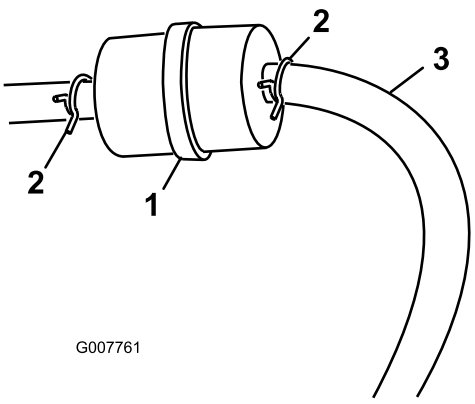

Rysunek 30
3. Ściśnij końce obejm przewodu i zsuń je z filtra (Rysunek 30).
5. Zainstaluj nowy filtr i przesuń obejmy przewodu w pobliże filtra (Rysunek 30).
3. Poluzuj zacisk przewodu na filtrze paliwa i przesuń go w górę przewodu paliwowego, z dala od filtra paliwa (Rysunek 30).
4. Odłącz przewód paliwowy od filtra paliwa (Rysunek 30).
Informacja: Odczekaj, aż paliwo spłynie do kanistra lub do miski spustowej (Rysunek 30).
5. Zamontuj przewód paliwowy na filtrze paliwa. Przesuń zacisk przewodu blisko filtra paliwa w celu zamocowania przewodu paliwowego (Rysunek 30).